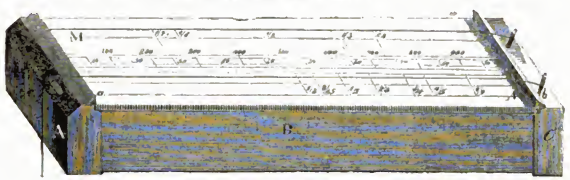
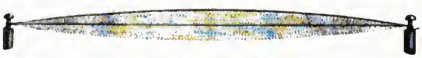

Fig 318. Monochord.
Fig. 319. Schwingende Saite.
**Das Monochord** hat, wie sein Name besagt, eine einzige Saite, dieselbe ist zur Verstärkung des Tones auf einem hohlen hölzernen Kasten, einem sogenannten Resonanzboden, befestigt. Sie liegt in der Mitte frei über zwei Stegen und kann durch Unterschieben eines kleinen beweglichen Holzsteges beliebig verkürzt werden; die Unterlage hat eine Eintheilung. In Fig. 318 ist ein solcher Apparat mit zwei Saiten bespannt, wie er behufs der Untersuchung der Schwingungsgesetze passend verwendet werden kann, dargestellt. Wenn die Saite mit dem Bogen gestrichen oder mit dem Finger gerissen wird, so geräth sie in Ausweichungen nach der Seite, sie macht sogenannte Transversalschwingungen. Der Punkt der größten Ausweichung liegt in der Mitte zwischen den beiden ruhenden Endpunkten (Fig. 319); sind die beiden Saiten gleich lang, gleich stark, von gleicher Elastizität und gleich stark gespannt, so werden sie auch in derselben Zeit gleichviel Schwingungen machen. Aber sowol die Weite der Schwingungen als auch die Geschwindigkeit derselben sind verschieden, je nachdem Masse, spez. Gewicht, Querschnitt oder Spannung bei einer oder der andern Saite verschieden ist. Ueber diese gegenseitige Abhängigkeit bestehen einfache Gesetze, über die uns eben das Monochord auf experimentellem Wege Aufklärung geben kann. Die Spannung mißt man am bequemsten, indem man das eine Ende der Saite über eine bewegliche Rolle laufen läßt und mit Gewichten beschwert; dabei findet man, daß die Schwingungszahl einer Saite der Quadratwurzel aus den spannenden Gewichten proportional ist. Wenn eine Saite bei einer Belastung von einem Pfund in der Sekunde 64 Schwingungen macht, so macht sie bei vier Pfund Spannung 128 Schwingungen. Es folgt daraus, daß eine hochtönende Saite auf ihre Unterlage einen sehr beträchtlichen Druck ausüben müßte,
Eine Saite vibrirt um so rascher, je kürzer sie gemacht wird. Wenn z. B. die Saite a b (Fig. 318), mit ihrer ganzen Länge schwingend, 40 Schwingungen macht, so wird sie deren 80 in derselben Zeit machen,